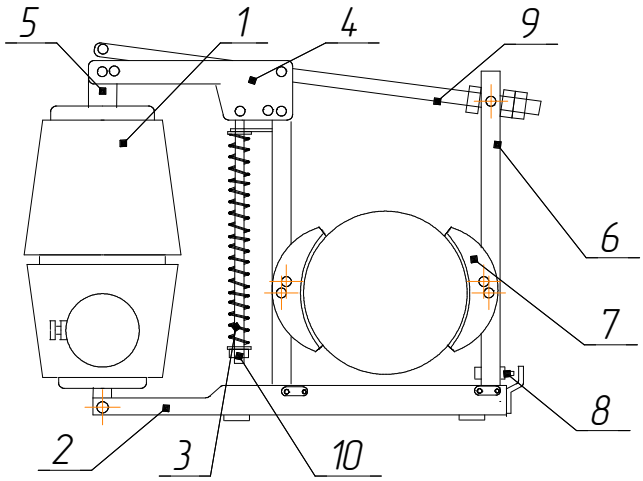

Рис. 3 – Тормоз колодочный
Тормоз ТКГ-160 (рис. 3) состоит из следующих составных частей: электрогидравлического толкателя ТЭ-30К (1), подставки (2), пружины с тягой (3), верхнего рычага (4), штока (5), рычагов (6), колодок (7), упорного регулирующего болта (8), оси (9) и регулировочной гайки (10).